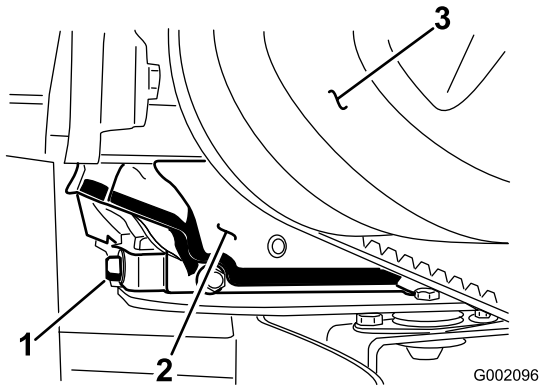

Figura 40
5. Allineate una bacinella di spurgo con una capacità di 1,5 litri sotto il tappo di spurgo (Figura 40).
6. Togliete il tappo di spurgo (Figura 40).